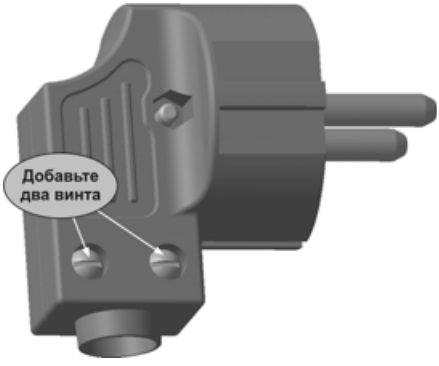

Рис. 7.62
- Разверните **Вилку** обратной стороной, так, чтобы стала видна **Крышка левая** (рис. 7.62). В отверстия для зажима электропроводов вставьте два винта с теми же параметрами, что и в предыдущем случае. Достаточно указать элементы отверстий, для формирования сопряжений **Соосность** и **Совпадение**.